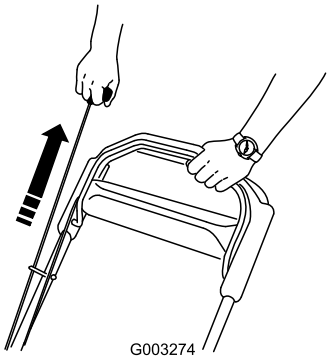

Figuur 18
3. Trek het startkoord uit (Figuur 18).